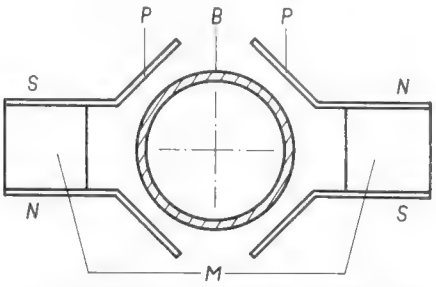

Bild 2a. Die Achsen der Magnete verlaufen quer zum Bildröhrenhals B, die Magnete M sind gegensinnig gepolt, P = Polschuhe
2. Anordnung nach *Bild 2a*. Hier ist im Vergleich zu Bild 1 die Lage der Magnete zur Bildröhrenachse um 90° versetzt. Die beiden Magnete sind außerdem nicht mehr gleichsinnig, sondern gegensinnig gerichtet.